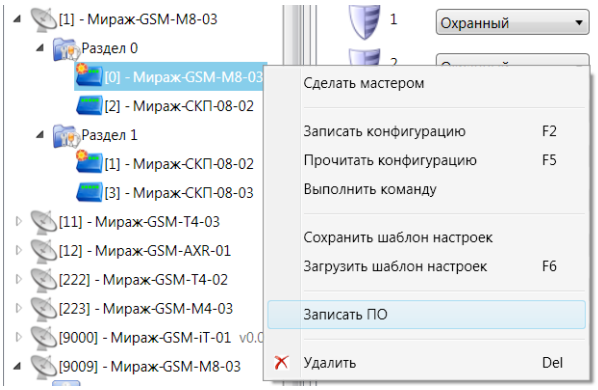

Рис. 9.1. Контекстное меню устройства, выбор функции *Записать ПО*
1. Щелкните правой кнопкой мыши по строке группы параметров ПКП устройства (контроллера / СКП / СМКУ) в дереве устройств и в появившемся меню выберите *Записать ПО* (рис. 9.1).